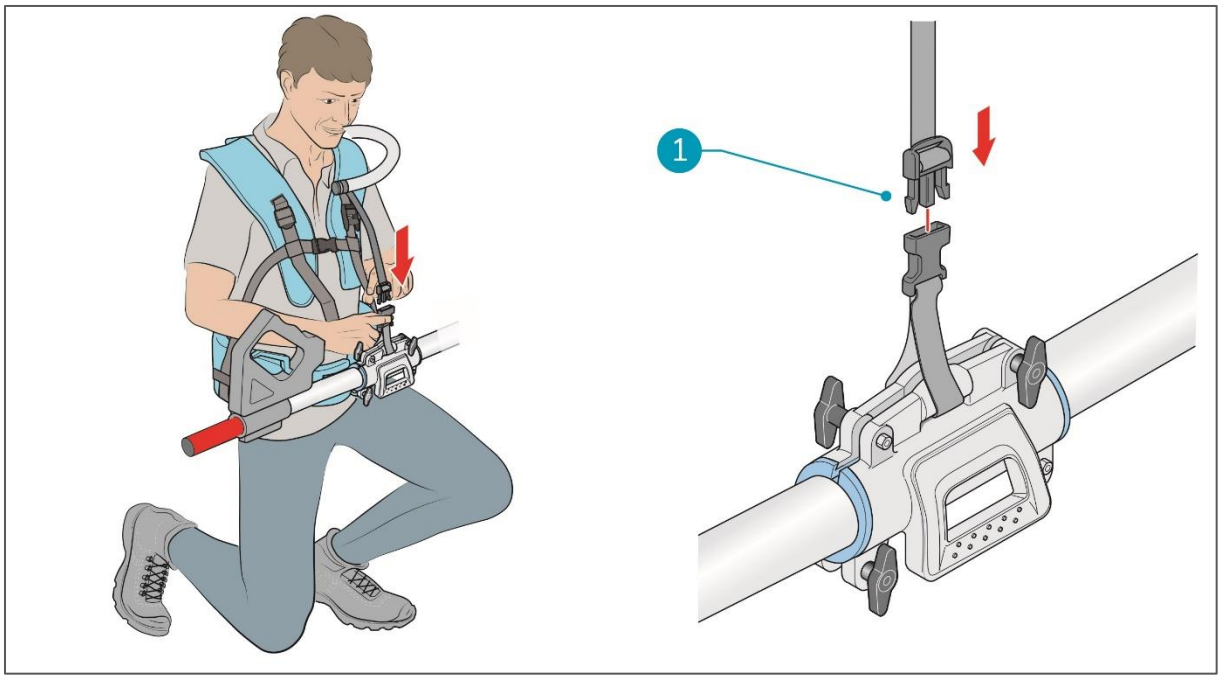

Abbildung 24
6. Knien Sie sich vor Ihr Power Wash Teleskoprohr und verbinden Sie den Träger mit der Schlaufe am Stützrohr (Abbildung 24, Pos. 1).